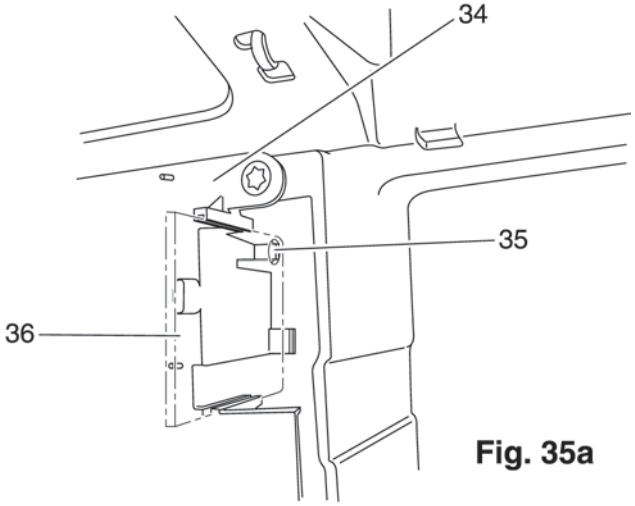

Fig. 35a
- Using a small screwdriver push the prong 35 of circuit board bracket 34 a little bit aside (fig. 35a).